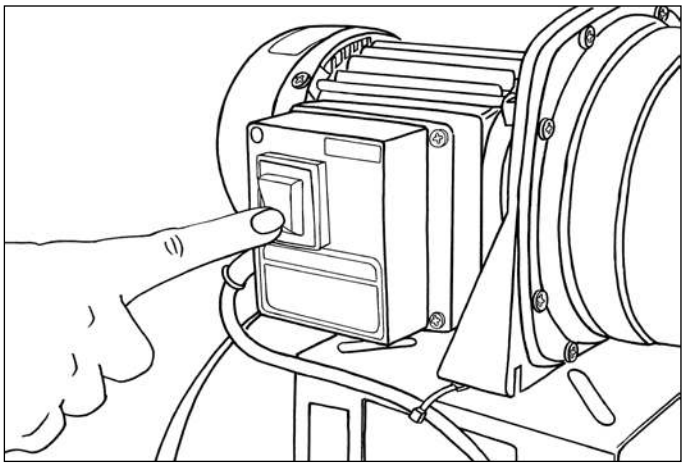

Рис.6 Включение станции
6. Включить станцию кратковременно на 30-60 сек.(рис.6), при закрытом кране. После выключения насоса открываем кран для выпуска воздуха и доливаем во всасывающую магистраль воду. В